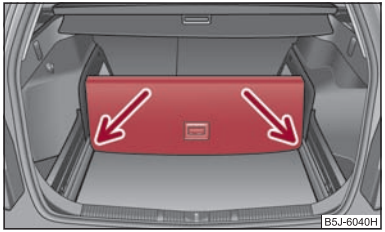

Fig. 65 Divide the luggage compartment
– Lift up the part with the holder and secure it by sliding it into the grooves ⇒ fig. 65. ■